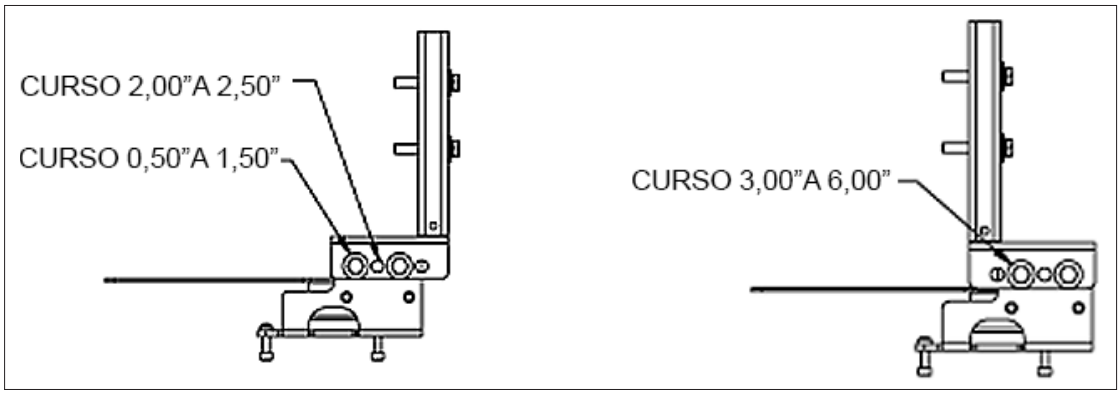

Figura 20 - Cursos da configuração de suportes 0,5 - 2,50” e 3-6”
4. Monte o suporte de decolagem no bloco da haste em um ângulo que mantenha o conjunto do tensor paralelo à haste (Figura 20) usando: